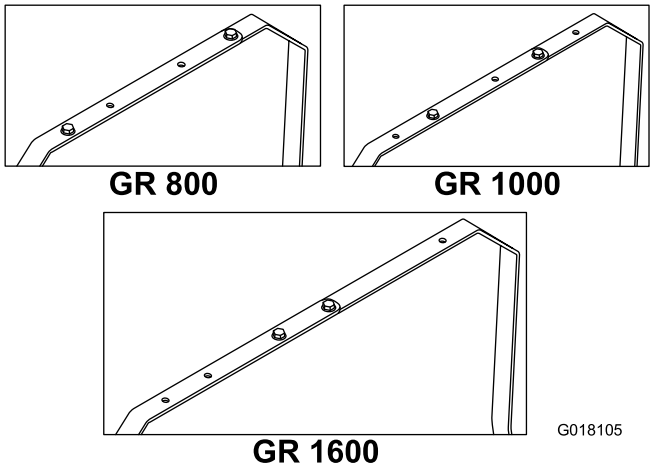

Figuur 1
6. Maak de twee stangen vast aan elkaar met 2 bouten (5/16 x 1 inch), 2 ringen en 2 flensmoeren. Gebruik de juiste gaten afhankelijk van uw model, zie Figuur 1.